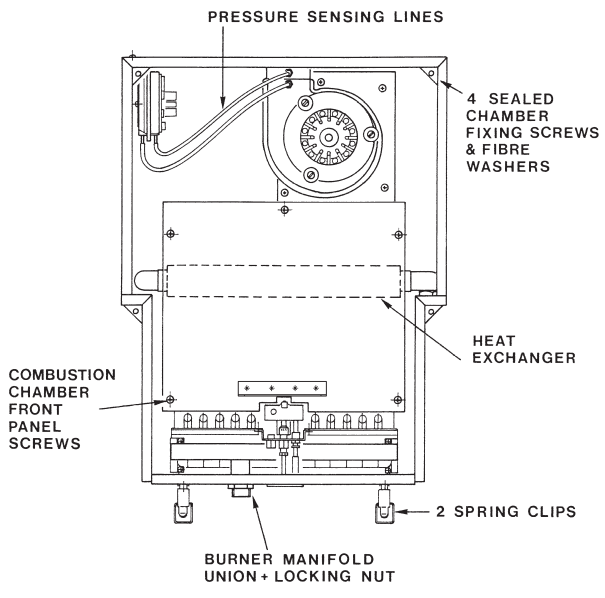

Fig. 19
– Release the two spring clips and remove the four fixing screws securing the sealed chamber front panel then remove the panel (fig. 19).